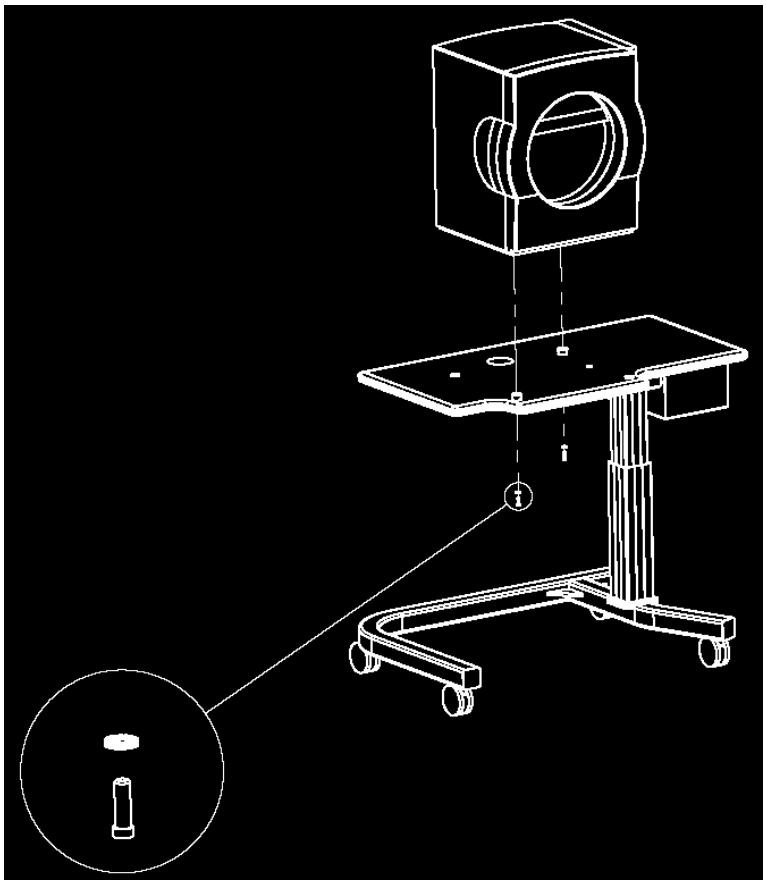

Figure 9 Secure Instrument to Table With Two Screws & Washers
3) Install the two M4x40 screws and M4 cone washers (provided) to secure the feet and the instrument to the table as shown in Figure 9. Tighten the screws with a 3mm Allen (Hex) wrench.